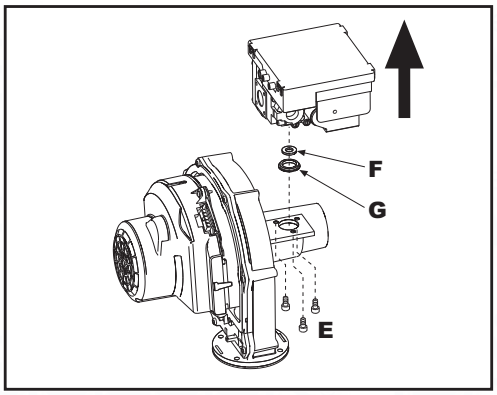
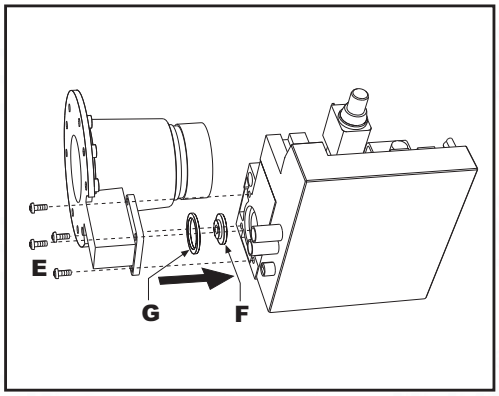

fig. 32 - model ENERGY TOP W 70 - W 80
fig. 33 - model ENERGY TOP W 125
7. Undo the fixing screws **"E"** (fig. 32 model **ENERGY TOP W 70 - W 80** and fig. 33 model **ENERGY TOP W 125**) and remove the gas valve.
8. Replace the gas nozzle **"F"** (see fig. 32 for the model **ENERGY TOP W 70 - W 80** and fig. 33 the model **ENERGY TOP W 125**) with the one contained in the conversion kit, positioning it inside the seal **"G"**. Refit the parts and check the tightness.